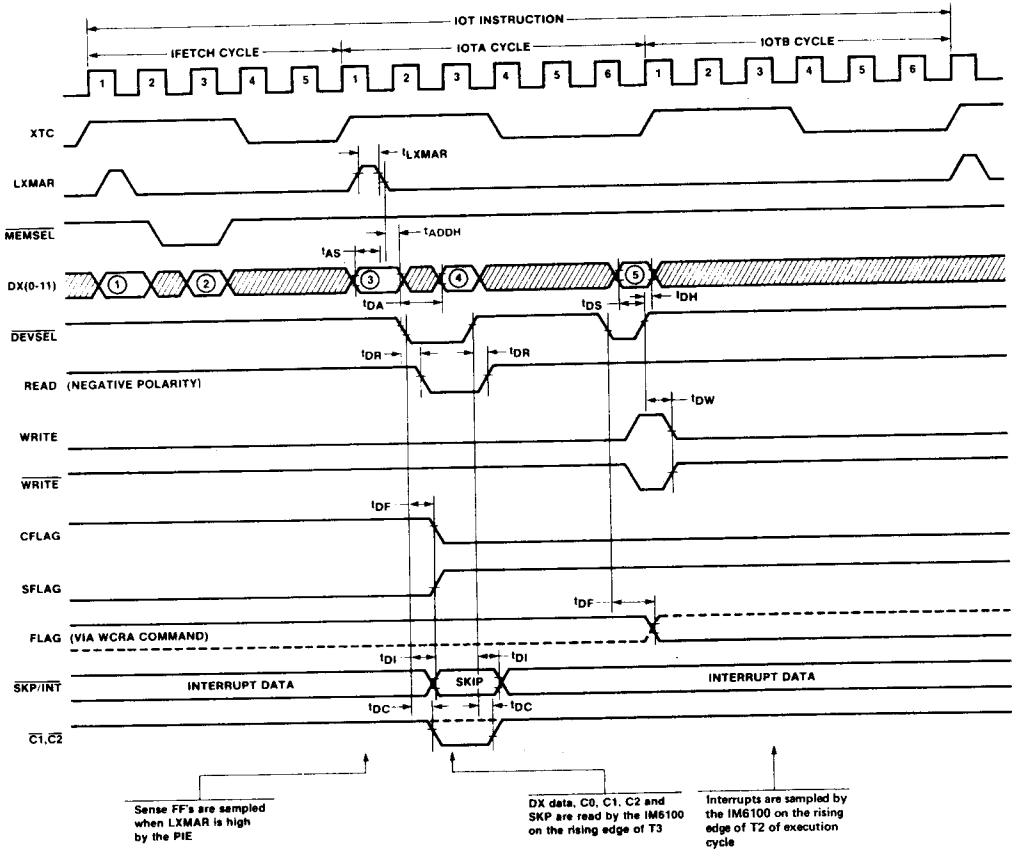

FIGURE 2. IM6101 PIE Timing Diagram.
Note: See Figure 2 for an A.C. Timing Diagram.
Timing for a typical IOT transfer is shown in Figure 2. During the IFETCH cycle, the processor obtains from memory an IOT instruction of the form 6XXX. During the IOTA the processor places that instruction back on the DX lines ③ and pulses LXMAR transferring address and control information for the IOT transfer to all peripheral devices. A low going pulse on $\overline{DEVSEL}$ while XTC is high ④ is used by the addressed PIE along with decoded control information to generate $\overline{C1}$, $\overline{C2}$, $\overline{SKP}$ and controls for data transfers to the processor. Control outputs READ1 and READ2 are used to gate peripheral data to the DX lines during this time. A low going pulse on $\overline{DEVSEL}$ while XTC is low ⑤ is used to generate WRITE1 and WRITE2 controls. These signals are used to clock processor accumulator data into peripheral devices.